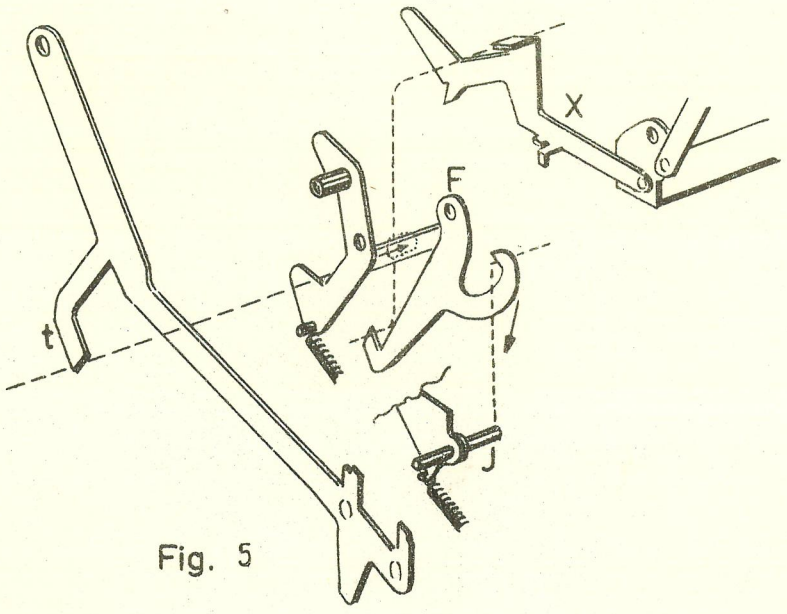

Fig. 5
8. Wenn eine M-Taste gedrückt wurde, betätigte die Wählerbrücke [E] die Abstellbrücke [F], Fig. 5, und die Maschine startete durch Einwirkung der Abstellbrücke [F] auf die Sub.-Startkurve [J]. Nun, die Abstellbrücke hat währenddessen zwei andere Aufgaben zu füllen.